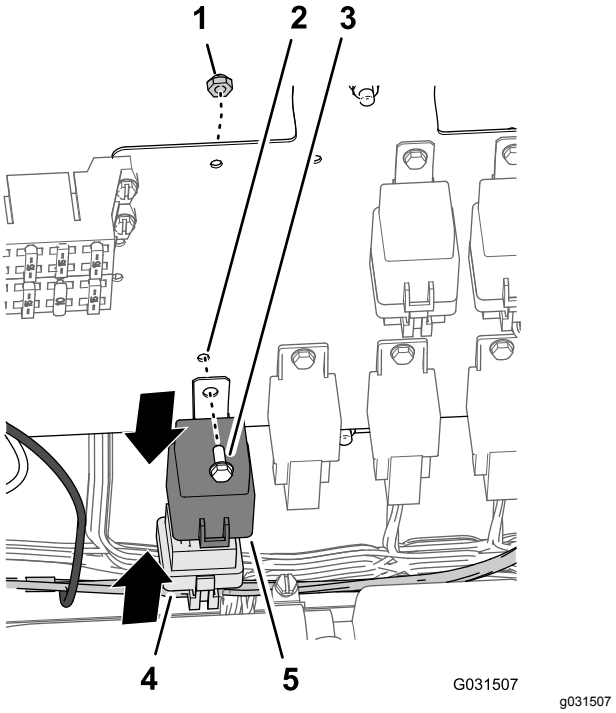

Figur 201
1. Ved 197 cm afgreningen af ledningsnettet til motorrummet skal relæet justeres ind efter konnektoren med fem sokler på finishingsættets ledningsnet (Figur 201).
2. Sæt relæets ben ind i konnektorens sokkel (Figur 201).
3. Ret hullet i monteringstappen på relæet ind efter hullet i ledningspanelet (Figur 201).
4. Fastgør relæet til panelet (Figur 201) med flangehovedbolten (nr. 10 x 1/2 tomme) og låsemøtrikken (nr. 10).